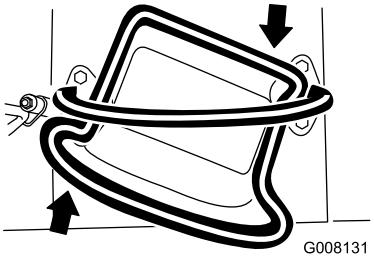

Rysunek 10
- Aby skręcić w prawo, obróć dźwignię sterowania zespołem jezdnym zgodnie z kierunkiem wskazówek zegara (Rysunek 10).